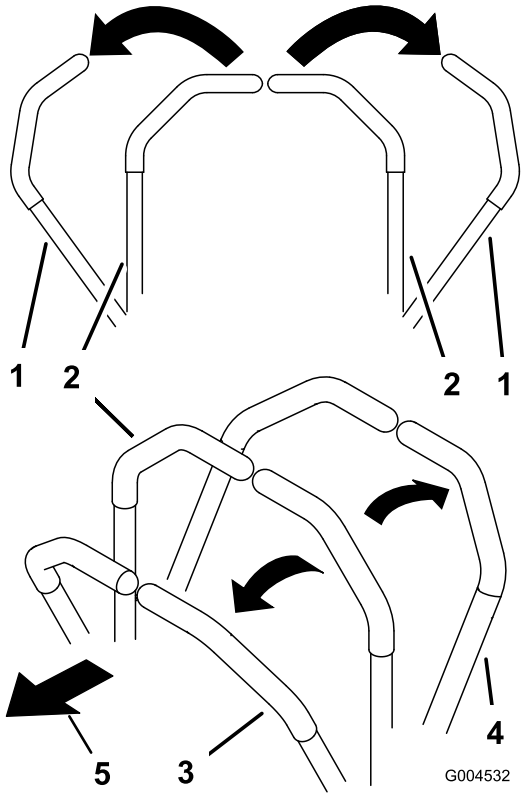

Figur 17
2. Kör framåt genom att försiktigt föra rörelsereglagespakarna framåt (Figur 17).
Kör rakt bakåt genom att trycka lika mycket på båda rörelsereglagespakarna (Figur 17).
För att svänga lättar du på trycket på den rörelsereglagespak som är närmast det håll som du vill svänga åt (Figur 17).